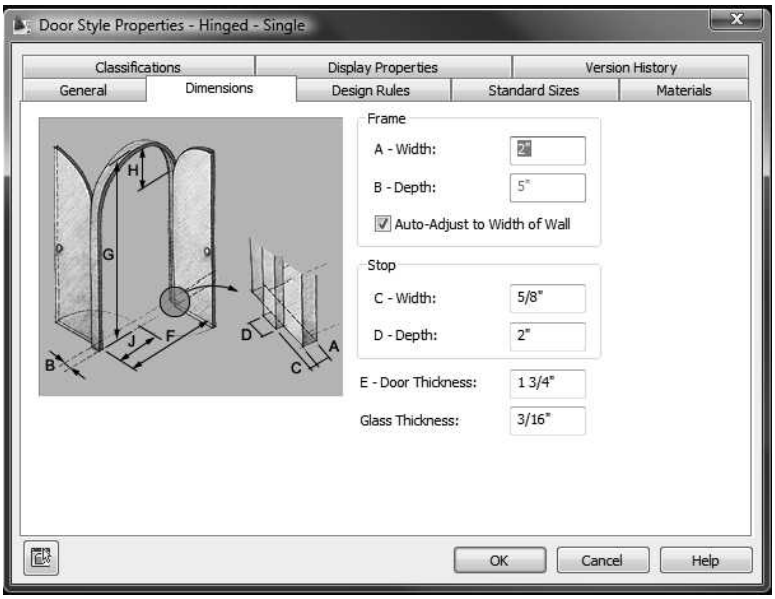

FIGURE 5.18 *Dimensions tab of the Door Style Properties dialog box*
6. Choose the **Dimensions** tab of the Door Style Properties dialog box. The **Dimensions** tab of the **Door Style Properties** dialog box allows you to set dimensions of the frame, stop, and door thickness, as shown in Figure 5.18.